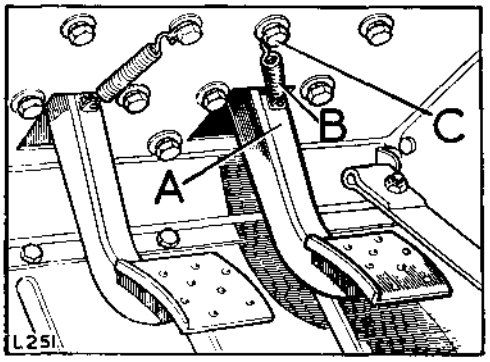

**Fig. H1-21. Brake pedal bracket fixings**
7. Secure the brake pedal and bracket assembly to the toe box, ensuring that the gasket remains in position. See Fig. H1-21.